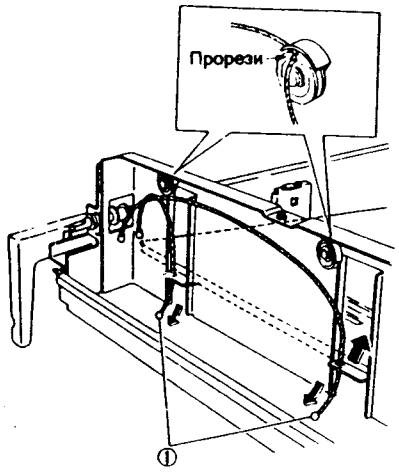

Рис. 5 NZM-0158
5. (Рис. 5): Снимите тросик.
①. Снимите длинный и короткий тросики (2) со шкивов, используя вырезы в шкивах, а затем тросики с нижней пластины.